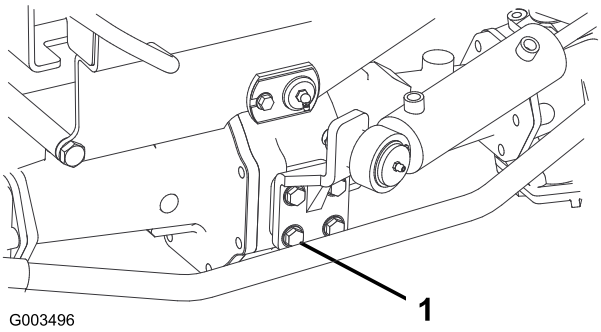

Figur 69
2. Tilspænd de fire bolte til styretøjscylinderens montering (Figur 69) med et moment på 65 til 81 Nm.